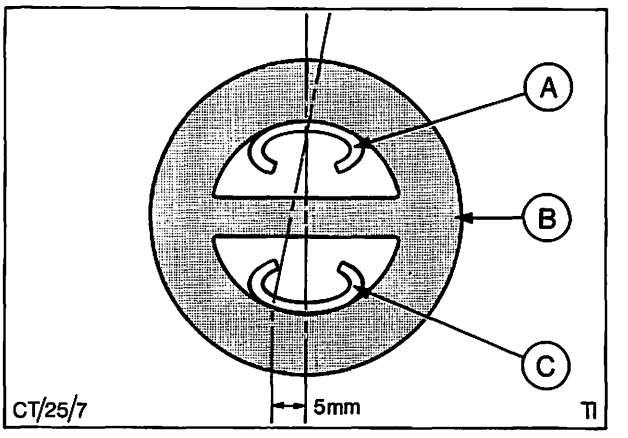

Abb. 8 A = Auspuffhalter an Bodengruppe
14. Auspuffanlage ausrichten. Darauf achten, daß die Gummihalterungen nicht verspannt sind, Abb. 8 und daß ein Mindesabstand von 20 mm an jeder Stelle zwischen Bodengruppe bzw. Hinterachse und Auspuffanlage vorhanden ist. Außerdem auf richtigen Sitz Vorderrohr(e) an Auspuffkrümmer achten.